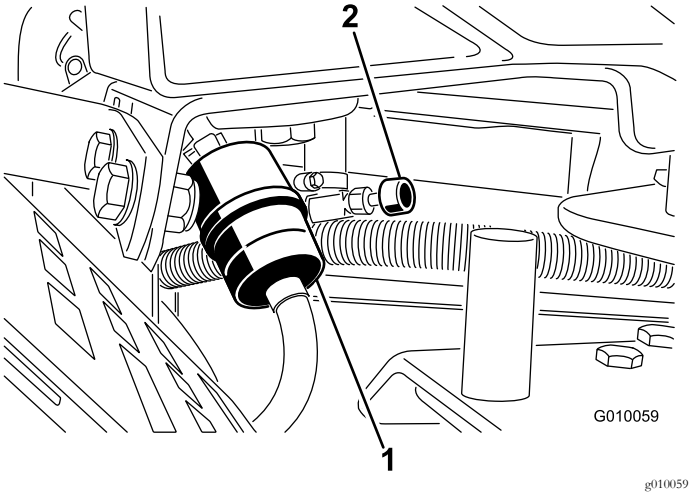

Figur 51
2. Steng drivstoffavstengingsventilen (Figur 51).
3. Klem sammen endene på slangeklemmene, og skyv dem bort fra filteret (Figur 51).
5. Monter et nytt filter, og skyv slangeklemmene nær opptil filteret (Figur 51).
7. Åpne drivstoffavstengingsventilen (Figur 51).
3. Løsne på drivstoffilterets slangeklemme og skyv den opp i bensinslangen, bort fra drivstoffilteret (Figur 51).
4. Dra drivstoffslangen av drivstoffilteret (Figur 51). Åpne drivstoffavstengingsventilen og la drivstoffet tømmes ut i en drivstoffbeholder eller et tappefat.
5. Sett bensinslangen på drivstoffilteret. Skyv slangeklemmen nært opptil drivstoffilteret for å feste bensinslangen (Figur 51).